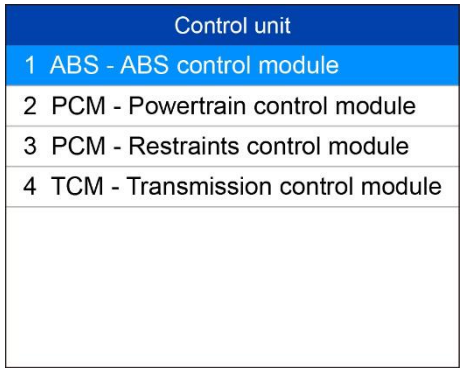

Figure 3-3 ***Sample System List***
1. Select **SRS** or **Restraints control module** from the system list. The list may vary by test vehicles *(Figure 3-3)*.
1. Select **Powertrain control module** from the system list. The list may vary by test vehicles *(Figure 3-3)*.
1. Select **Transmission control module** from the system list. The list may vary by test vehicles *(Figure 3-3)*.